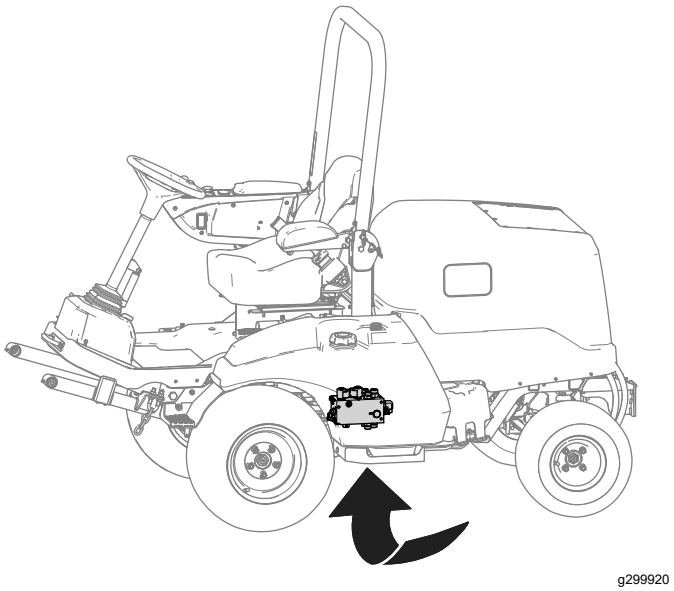

Figur 8
A. Anbring en drænbakke under hydraulikmanifolden (vist på Figur 8).